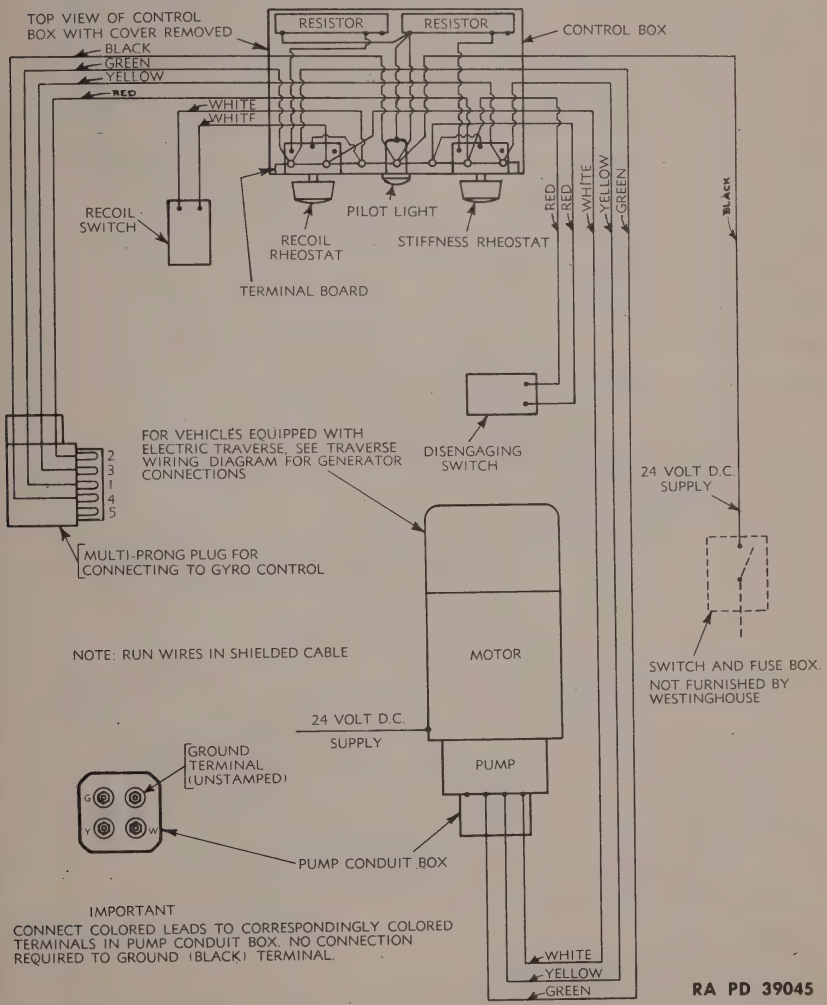

Figure 153—Electrical Wiring Diagram for Stabilizer
(1) Throw the turret switch to the "OFF" position.
(2) Remove mounting bolts from pump at cover rim and remove pump ($^{7}/_{16}$-in. open-end or $^{3}/_{16}$-in. Allen wrench).
(3) Suspend pump to prevent damage to copper tubing.
(4) Disconnect wires at generator terminal box (6-in. screwdriver and soldering copper).
(5) Disconnect the 24-volt supply line at motor terminal box (6-in. screwdriver and $^{15}/_{16}$-in. open-end wrench).
(6) Support motor with hands and remove the four mounting bolts, a two-man operation (two $^{3}/_{4}$-in. socket wrench with 8-in. and 4-in. extensions).
(7) Lift out motor-generator, also a two-man operation.
(8) To install replacement unit, reverse the removal procedure. Check wiring with wiring diagram (fig. 153).
(9) Check the operation of the complete stabilizer and traverse.
(1) Turn turret switch to "OFF" position.
(2) Measure new piece of shielded conduit to length and tin at least ½-inch on each side of cut using noncorrosive flux (torch or soldering copper).
(3) Cut with fine-toothed hacksaw.
(4) Tin inside of ferrule (solder 50-50, and soldering copper).
(5) Sweat solder cable into place. *If a torch is used, use flame on fitting only, never directly on cable.*
(6) Cut new wires to length and run them through shielded cable.
(7) When rewiring, follow the color scheme and connections shown in the wiring diagram (fig. 153).
(8) Reconnect wires and shielded conduit (soldering copper, friction tape, rubber tape and pliers).